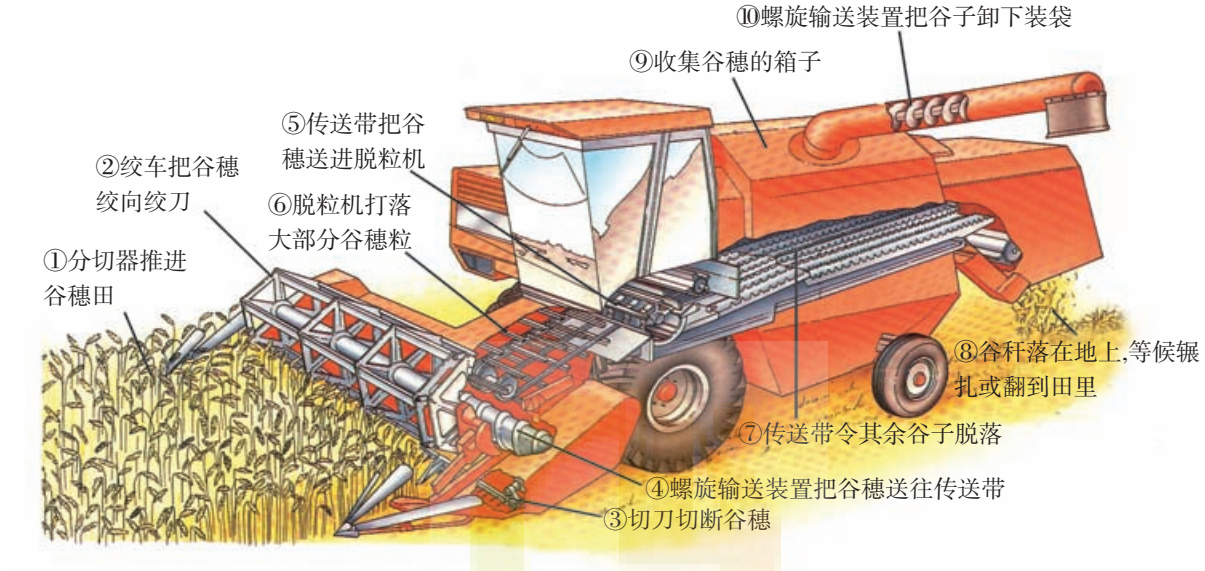

图2–2　联合收割机的工作流程
1. 结合洗衣机或同学们熟悉的某种农业机械，比较它与手工作业流程的异同。例如，图2–2的联合收割机的工作流程。
造纸术是我国古代“四大发明”之一，我国西汉时期已发明了造纸术。西汉时期，人们选择以麻为主要原料制成植物纤维麻纸。因为那时人们早已掌握了麻的处理工艺技术，能使生硬的麻皮变为纤维，并将其用于纺织。麻纺织前期的重要工艺“沤麻”，被借鉴用于造纸技术。斧和碓可作为切断长纤维的刀具和打烂纸浆的工具。这些相关的工艺和工具都为汉代造纸术的发明提供了物质条件和技术条件。汉代造麻纸工艺流程如图2–3所示。